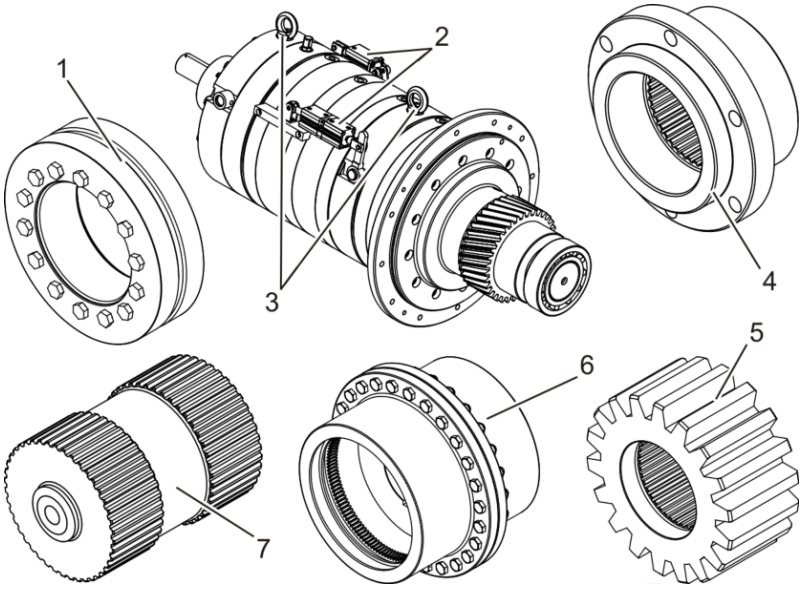

Rys. 21: Akcesoria
W przekładniach zmianowych stopniowych typu S mogą być zamontowane cylindry pneumatyczne (patrz np. Rys. 21/2). Podobnie, w niektórych typach przekładni mogą być obecne bezpośrednie przyłącza sprężonego powietrza. Położenie i rodzaj przyłączy można sprawdzić na rysunku wymiarowym lub w osobnej dokumentacji cylindra pneumatycznego.
- Tarcze skurczowe (Rys. 21/1)
- Cylinder pneumatyczny (Rys. 21/2) umożliwiający przełączanie
- Ucha transportowe (Rys. 21/3)
- Kołnierze (Rys. 21/4)
- Zębniki (Rys. 21/5)
- Łączniki zębate (Rys. 21/6)
- Wały łączące (Rys. 21/7)